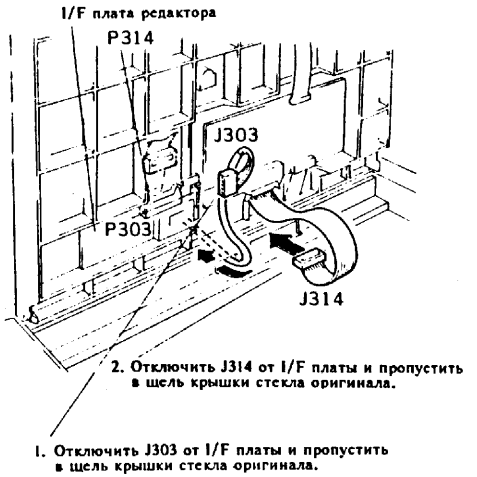

Рис.13 Отключение разъемов
(3) Снять панель редактирования с крышки платы стекла оригинала (рис.13)
(5) Установить панель редактирования (см.рис.13).